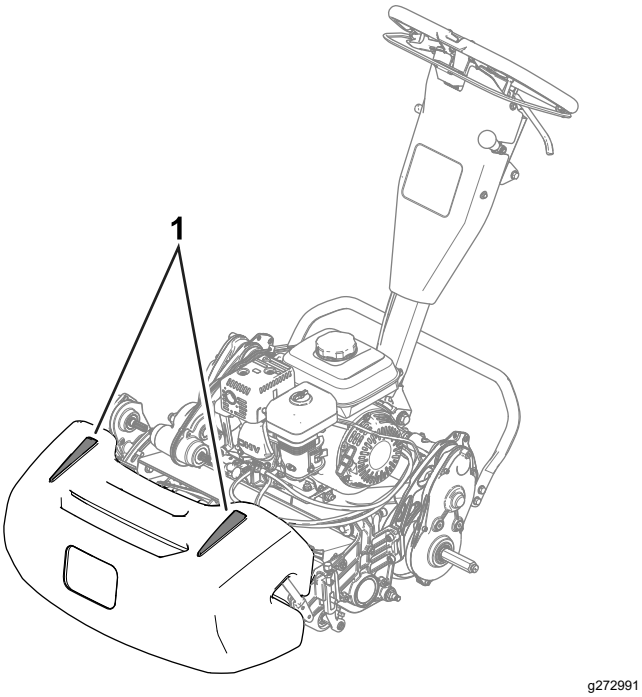

**Figuur 24**
- Om ervoor te zorgen dat u de greens in een rechte lijn maait en de machine op een gelijke afstand van de rand van de vorige maaibaan blijft, moet u de markeringsstrepen op de mand gebruiken (Figuur 24).